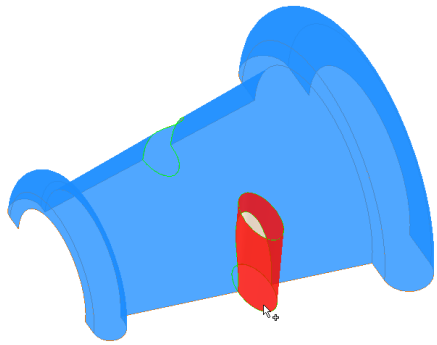

Figure 18-58 *Trimming the other extruded surface*
5. Trim the other extruded elliptical surface using the base surface as the trim tool. Note that you need to select the outer portion of the extruded surface to trim, as shown in Figure 18-58.